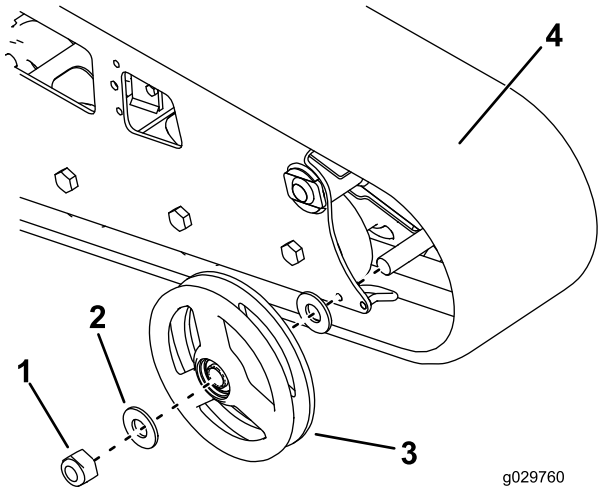

**Rysunek 57**
2. Odkręć nakrętkę mocującą zewnętrzne koło przednie, a następnie zdejmij koło (Rysunek 57).
3. Zdejmij gąsienicę (Rysunek 57).
4. Zdejmij dwie duże podkładki z kół zewnętrznych, jedną po każdej stronie każdego z kół (Rysunek 57).
7. Załóż nową gąsienicę (Rysunek 57).
8. Załóż zewnętrzne koło przednie i zabezpiecz je wcześniej odkręconą nakrętką (Rysunek 57).